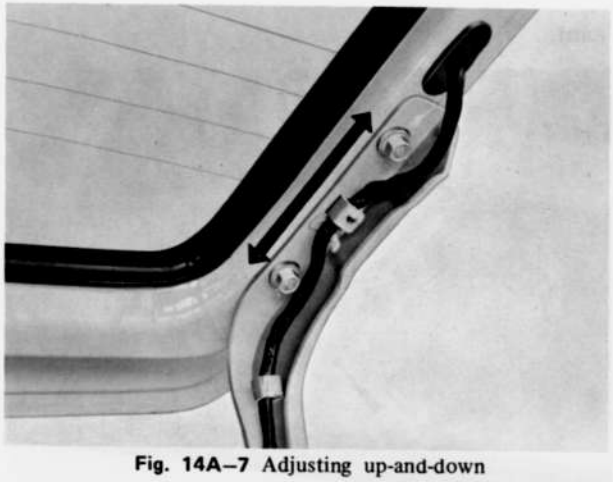

Fig. 14A–7 Adjusting up-and-down
3. Adjust the back door for closing, by moving the back door lock striker as shown in Fig. 14A–8, or inserting the shims of proper thickness between the striker and the body.